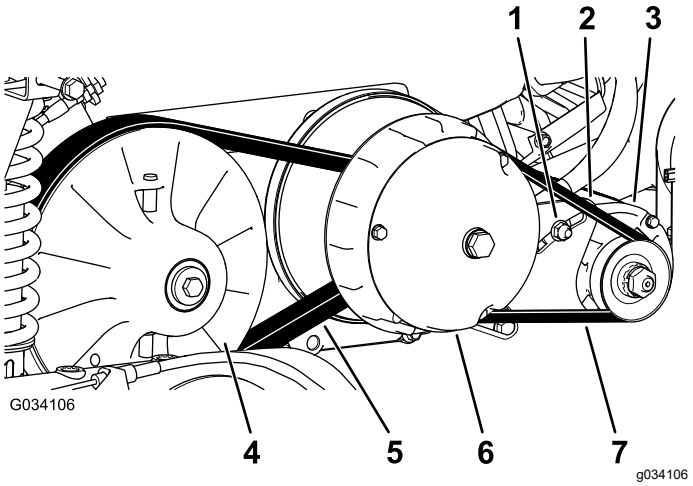

Figur 66
6. Roter og inspiser remmen (Figur 66) for overdreven slitasje eller skade.
3. Vri og før remmen over den sekundære clutchen (Figur 66).
4. Ta av remmen fra den primære clutchen (Figur 66).
5. Still inn den nye remmen over den primære clutchen (Figur 66).
6. Vri og før remmen over den sekundære clutchen (Figur 66).
2. Løsne startergeneratorens svingmutter (Figur 66).
4. Trykk spikerjernet nedover for å vri starteren ned i sporet til remspenningen er 6 mm ved 44 N styrke (Figur 66).
5. Stram svingmutteren med håndkraft og fjern spikerjernet (Figur 66).